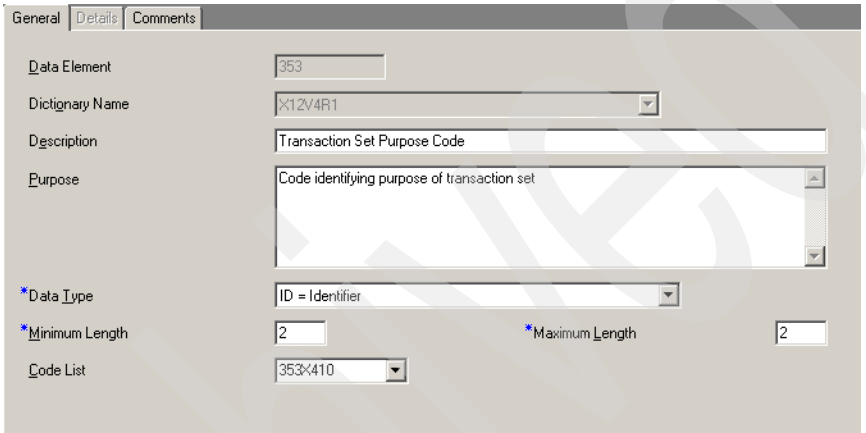

Figure 18-5 EDI data element editor
4. The code list responsible for maintaining a list of valid values for this data element is shown in Figure 18-5. We can see the code list name is 353X410, so our next step is to explore the list of values defined in the list.